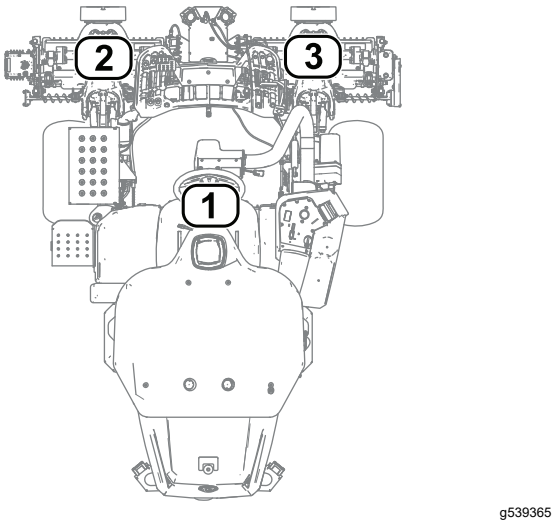

Bild 27
- **1** bezieht sich auf die mittlere Schneideinheit (Bild 27)
- **2** bezieht sich auf die vordere linke Schneideinheit (Bild 27)
- **3** bezieht sich auf die vordere rechte Schneideinheit (Bild 27)